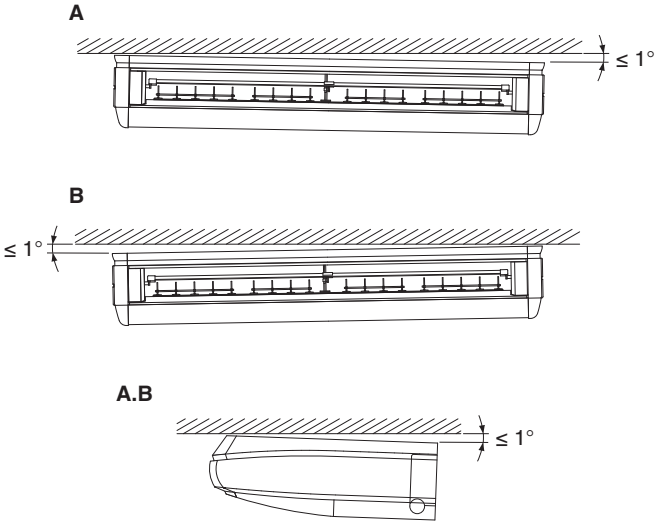

Рис. 12
(5) В процессе подвешивания внутреннего блока используйте уровень для обеспечения нормального стока конденсата. Устанавливайте блок горизонтально. Также при наличии возможности производите установку таким образом, чтобы дренажный трубопровод располагался немного ниже. (См. рис. 12)